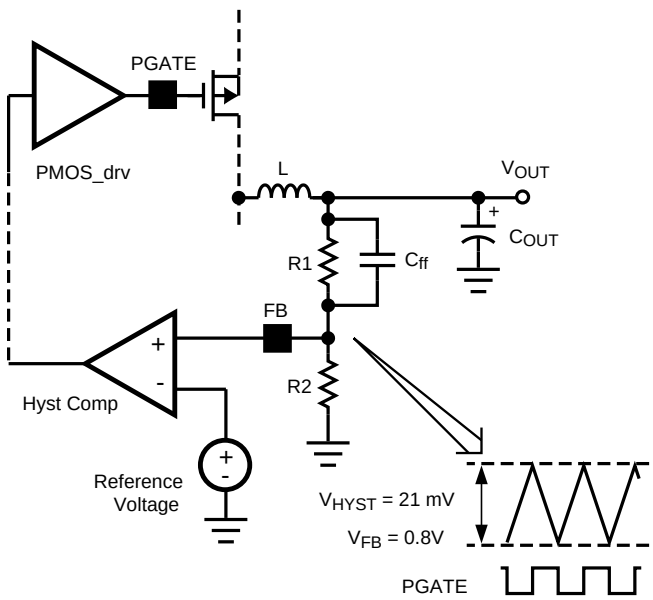

Figure 13. Hysteretic Window
The output voltage is programmed using a resistor divider between V_{OUT} and GND as shown in Figure 13. The feedback resistors can be calculated as follows:
The operating frequency and output ripple voltage can also be significantly influenced using a speed up capacitor, C_{ff}, as shown in Figure 13. C_{ff} is connected in parallel with the high side feedback resistor, R1. The output ripple causes a current to be sourced or sunk through this capacitor. This current is essentially a square wave. Since the input to the feedback pin (FB) is a high impedance node, the bulk of the current flows through R2. This superimposes a square wave ripple voltage on the FB node. The end result is a reduction in output ripple and an increase in operating frequency. When adding C_{ff}, calculate the formula above with α= 1. The value of C_{ff} depends on the desired operating frequency and the value of R2. A good starting point is 1nF ceramic at 100kHz decreasing linearly with increased operating frequency. Also note that as the output voltage is programmed below 1.6V, the effect of C_{ff} will decrease significantly.